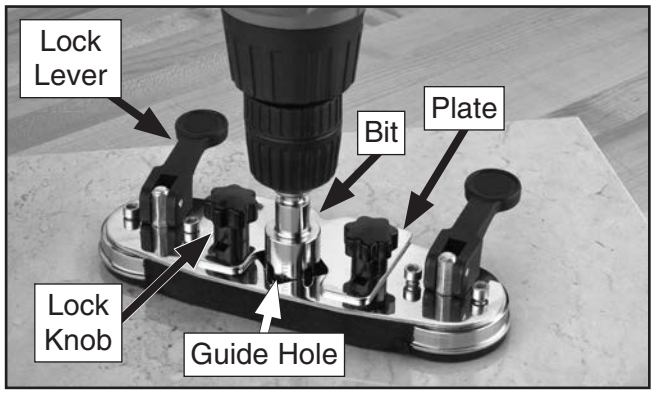

Figure 2. Model T10538 guide set up for drilling.
1. Press guide down onto workpiece, then flip lock levers, as shown in **Figure 2**, to secure guide down.